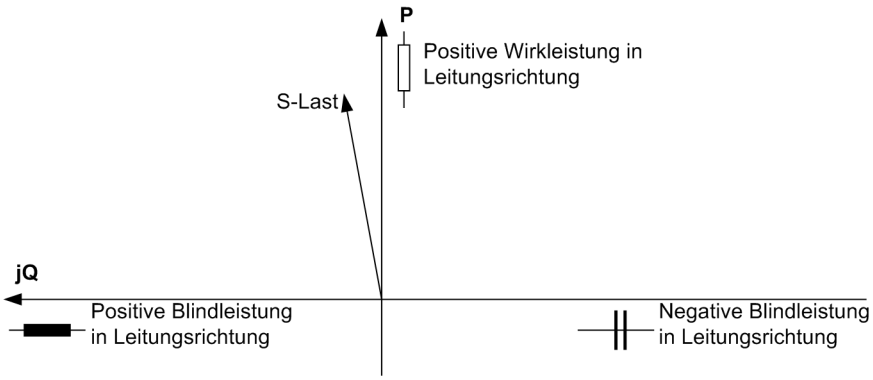

Bild 3-31 Lastscheinleistung
- Am Gerät selber oder in DIGSI kann man sich an Hand der Leistungsmesswerte überzeugen, dass diese der Leistungsrichtung entsprechen (Bild 3-31):